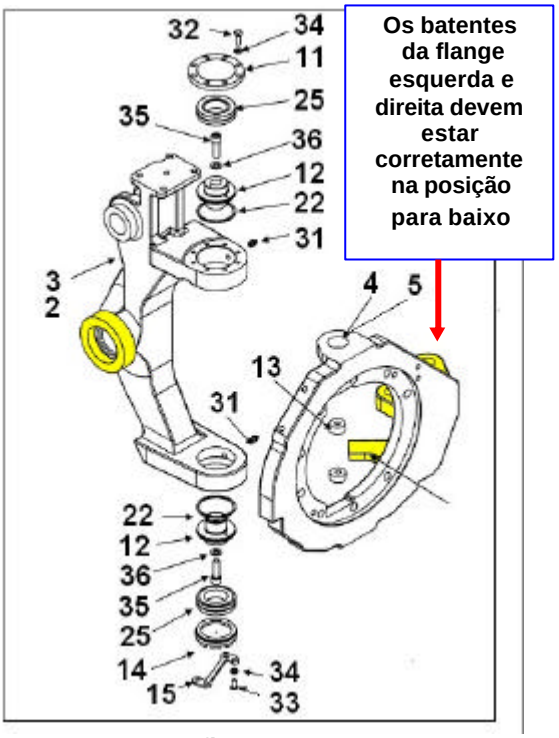

figura 2
Conforme ilustrado na figura 2, separadamente instale os anéis item (22) qtd. 02 para cada lada dos pinos item (12) qtd 02.
Conforme ilustrado na figura 2, insira o rolamento item (25) qtd. 02 e também os pinos de montagem item (12) qtd. 02, já com os anéis item (22) qtd. 04, montados no passo 5 no reservatório de nitrogênio por 5 minutos.
Conforme ilustrado na figura 2, posicione os flanges itens (4) e (5) nos camber joint lado esquerdo e direito itens (2) e (3) para a montagem dos pinos.
Nota: O batente deve estar na posição voltada para baixo. Consultar a figura 2 para os corretos pontos de controle destacados.
Conforme ilustrado na figura 2, instalar os pinos item (12) nos camber joint esquerda e direita itens (2) e (3) juntamente com as flanges esquerda e direita itens (4) e (5).
Conforme ilustrado na figura 2, após instalado o flange esquerda e direita itens (4) e (5) no camber joint esquerdo e direito itens (2) e (3), instale o anel interno do conjunto da rótula de contato angular GE50-SX item (25) qtd. 04 em cada pino item (12) qtd. 04.
Conforme ilustrado na figura 2, instale o anel externo do conjunto da rótula de contato angular GE50-SX item (25) qtd. 04, nos respectivos pinos item (12) qtd. 04 e complete a instalação destes itens.
Conforme ilustrado na figura 2, instalar a bucha item (13) qtd. 04 nos pinos item (12) qtd. 04 junto com o anel externo do conjunto da rótula item (25) qtd. 04, usando a arruela item (36) qtd. 04 e parafusos M12x40 mm item (35) qtd. 04.
Conforme ilustrado na figura 2 e foto 4, instale a tampa item (11) qtd. 02, "uma" para cada camber joint lado esquerdo e direito itens (2) e (3) (terminal superior), usando os parafusos item (32) qtd. 08 e arruelas item (34) qtd. 08 para cada lado (camber joint esquerdo e direito).